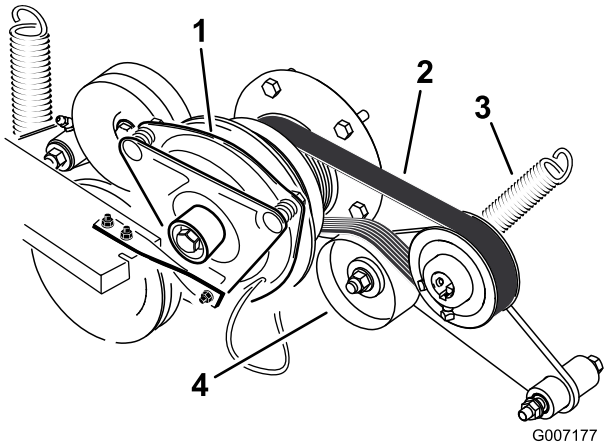

Figur 69
3. Tag fjederen af styrearmen (Figur 69).
4. Monter den nye rem omkring motorens og hydropumpens remskiver (Figur 69).
6. Monter fjederen på styrearmen (Figur 69).